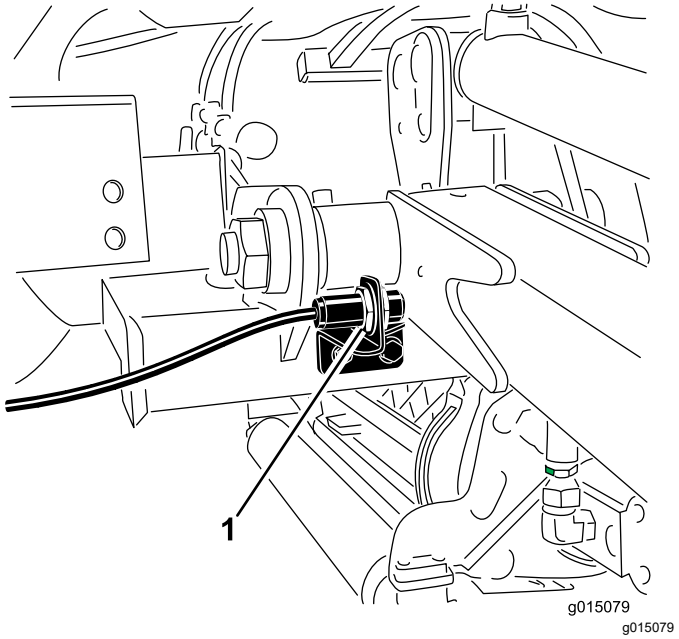

図 60
2. 昇降アームスイッチは、前右昇降アームの裏側にあります図 60。
3. スイッチ取り付けねじ図 60をゆるめ、昇降アームの旋回高さを高くしたい場合にはスイッチを上に移動させる旋回高さを低くしたい場合にはスイッチを下に移動させる。調整ができたらねじを締め付ける。